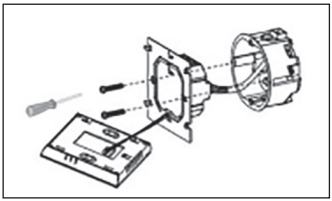

Рис. 6
6.3.2. С помощью двух винтов прикрепите монтажную пластину к монтажной коробке *(рис. 6)*.